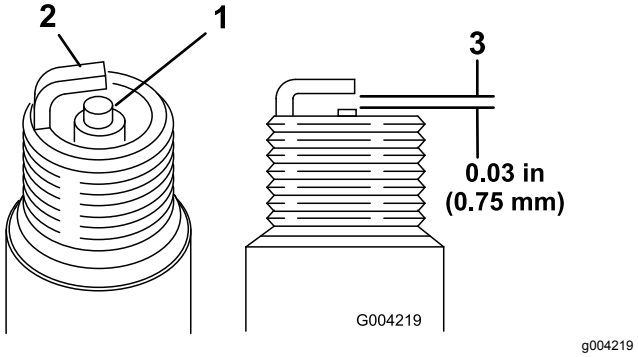

Figura 16
1. Veja a parte central de ambas as velas de ignição (Figura 16). Se verificar uma cobertura castanha ou cinzenta no isolante, o motor está a funcionar corretamente. Uma cobertura preta no isolante indica que o filtro de ar está sujo.
2. Verifique a folga entre os elétrodos central e lateral (Figura 16).
3. Dobre o elétrodo lateral (Figura 16) se a folga não for a correta.